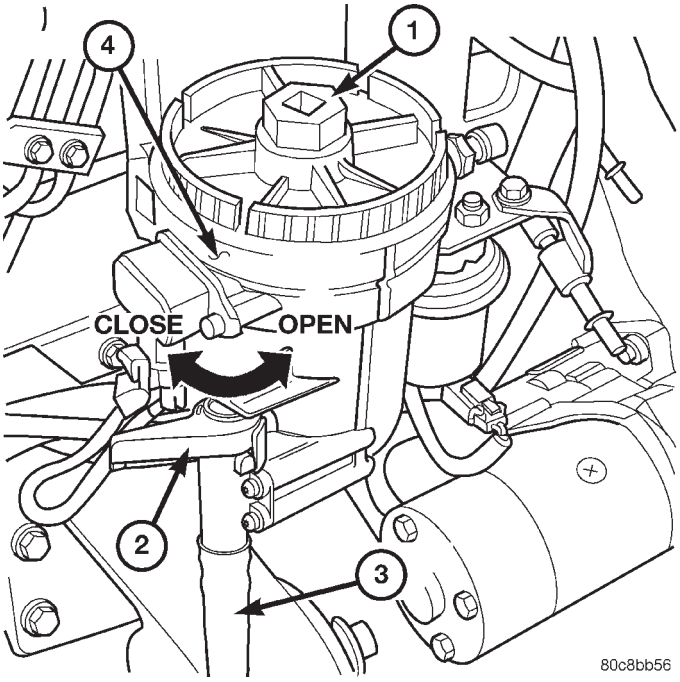

Fig. 14 Water Drain Valve and Drain Hose
The housing drain valve (Fig. 14) serves two purposes. One is to **partially** drain filter housing of excess water. The other is to **completely** drain housing for fuel filter, drain valve, heater element or water-in-fuel sensor replacement.
(1) A drain hose is located at bottom of drain valve (Fig. 14). Place drain pan under drain hose.
(2) **With engine not running,** pull drain valve handle upward to OPEN (DRAIN) position (Fig. 14). Hold drain valve open until all water and contaminants have been removed and clean fuel exits drain hose.
(3) If drain valve, fuel heater element or Water-In-Fuel (WIF) sensor is being replaced, drain housing completely. Dispose of mixture in drain pan according to applicable regulations.
(4) After draining operation, push valve handle downward to CLOSE position (Fig. 14).
(a) Unscrew and remove fuel filter cap at top of fuel filter housing (Fig. 14). To unscrew, attach tool to 6–sided hex center of cap. Do not attempt to loosen cap at outer edge. The fuel filter cap is designed to remove filter while pulling up on cap.
(a) Disconnect drain hose (Fig. 14) at bottom of drain valve.